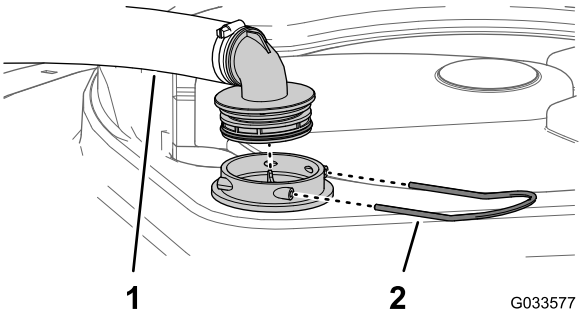

Bild 54
2. Nehmen Sie oben am Sprühbehälter den Halter ab, mit dem das Schlauchanschlussstück befestigt ist, das am dicken Schlauch und dem Filtergehäuse angeschlossen ist (Bild 54).
3. Nehmen Sie den Schlauch und das Schlauchanschlussstück vom Filtergehäuse ab (Bild 54).